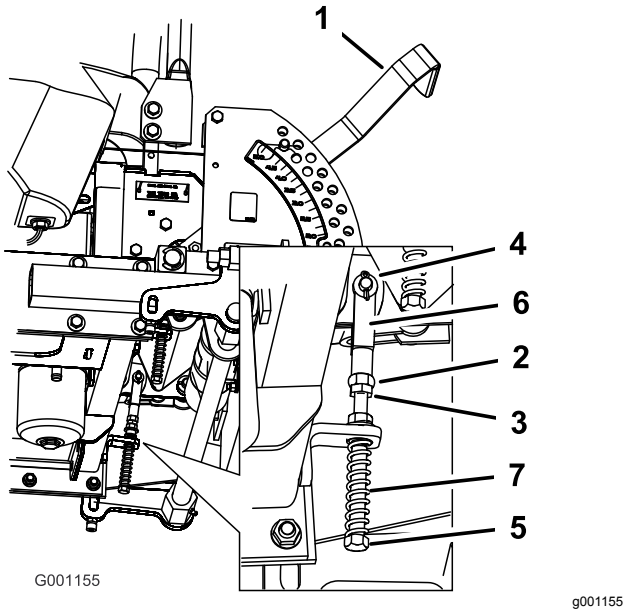

Figuur 97
8. Als de rijhendel moet worden afgesteld, draait u de moer en de contramoer tegen de gaffel (Figuur 97).
9. Oefen een lichte achterwaartse druk uit op de rijhendel en draai de kop van de stelbout in de juiste richting totdat de rijhendel in de VERGRENDELDE NEUTRAALSTAND is gecentreerd (Figuur 97).
10. Draai de moer en de contramoer vast (Figuur 97).